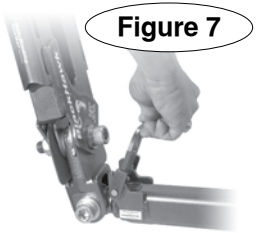

Figure 7
5. Push the release latch (Figure 7) forward, to bring both arms down to a horizontal position.